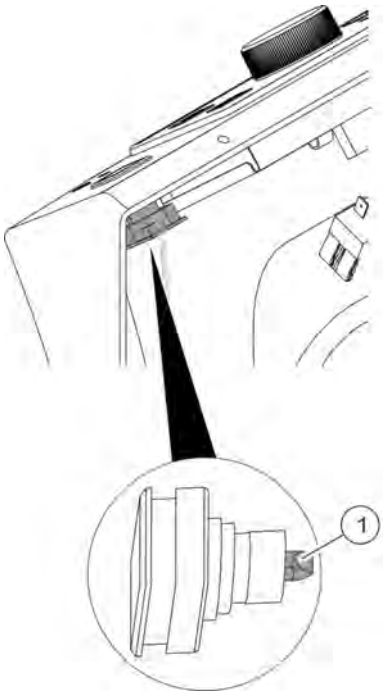

Fig. 73: LED lid button
4. Remove the LED from the lid button (*Fig. 73*/1).
1. Stick the LED on the lid button (*Fig. 73*/1).